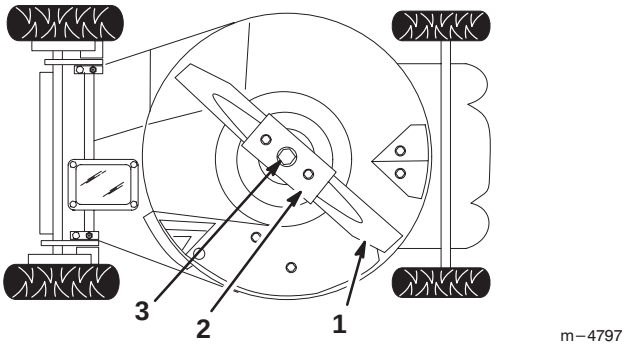

Abbildung 25
3. Den Rasenmäher auf die **linke** Seite kippen (Abb. 25).
2. Schnittmesserschraube, Sicherungsscheibe, Schnittmesser und Schnittmessersteife entfernen (Abb. 25).